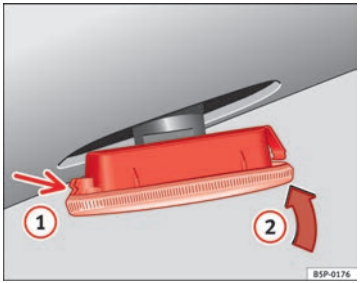

Fig. 196 Indicatori di direzioni laterali
– Prima collocare l'intermittente nel foro della carrozzeria, incastrando le linguette ⇒ fig. 196, freccia (1).
– Inserire la lampada come indicato dalla freccia (2) ⇒ fig. 196. ■